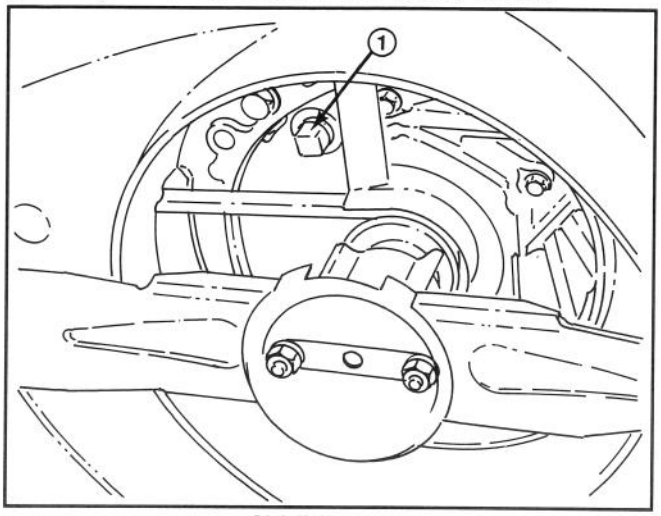

Abbildung 19
3. Den Mäher nach links kippen. Die Ablaßschraube auf der Unterseite mit einem Schraubenschlüssel entfernen (Abb. 19). Eine Wanne unter den Mäher stellen.